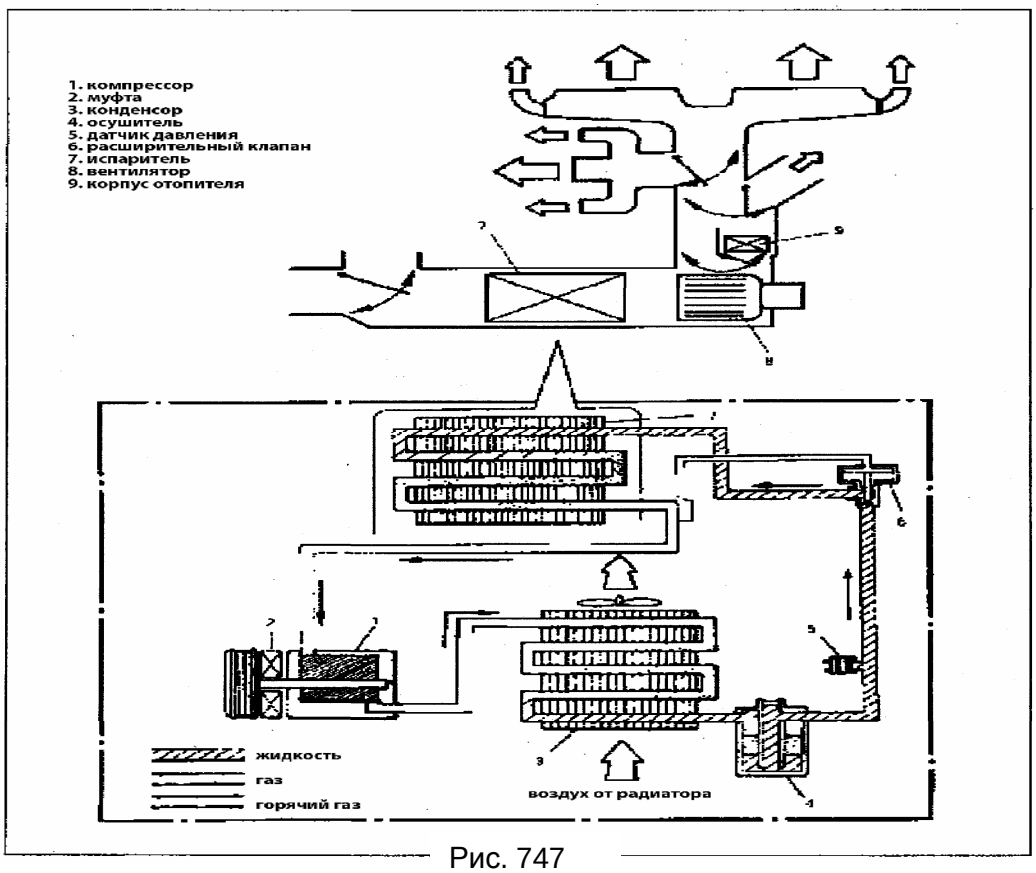

Рис. 747
**Основные компоненты и движение хладагента в системе (Рис. 747)**